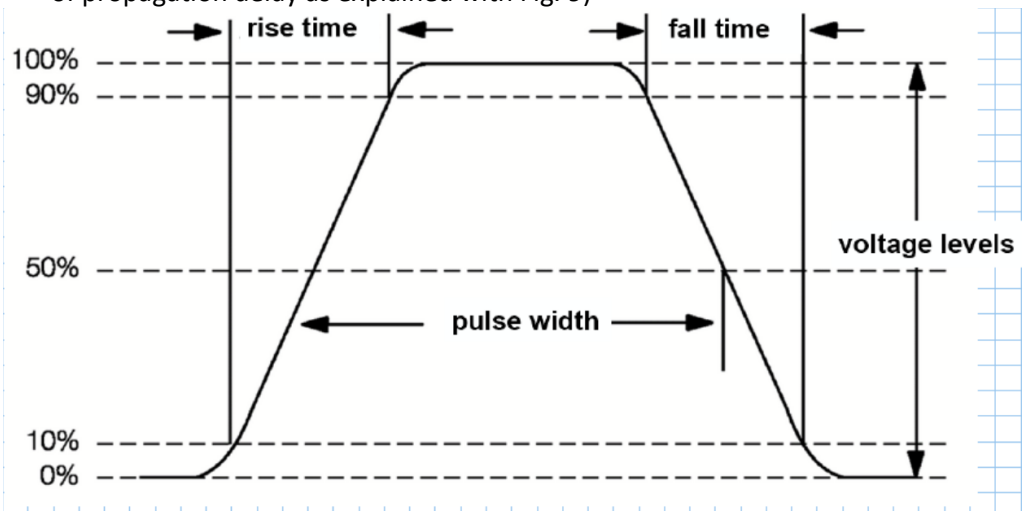

Fig. 8: Measurement of rise time t_r and fall time t_f considering level references of 10% and 90%
- for rise and fall times at the NAND output (regard definition of rise and fall times as explained with Fig. 8)